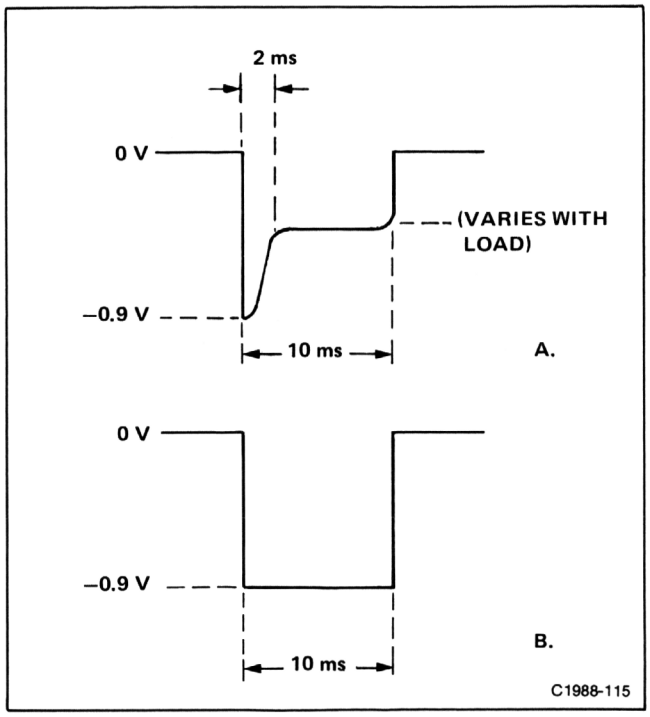

**Figure 4-4. Current sensing waveform at A24R84 showing: A. Power supplies not in current limit operation. B. Power supplies in current limit operation.**
3. Compare the waveform on the test oscilloscope to those shown in Figure 4-4. If the waveform resembles that of Figure 4-4A, proceed to Step E of this procedure. If it resembles that of Figure 4-4B, proceed with part 4 of this step.